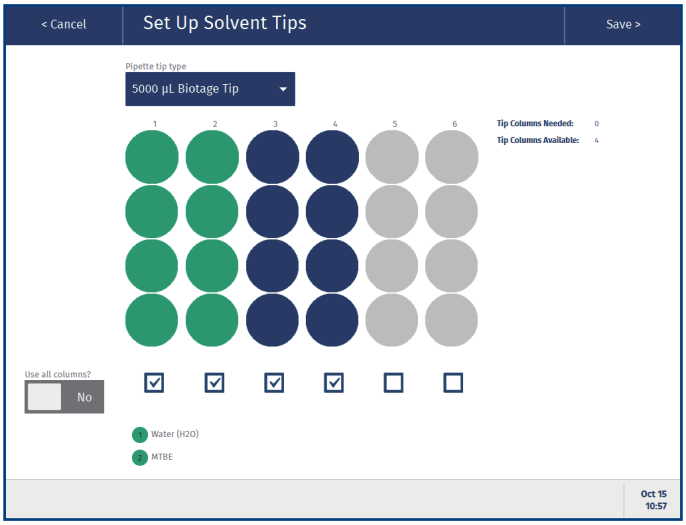

图 48. Set Up Solvent Tips 视图。
14. 在 **Prepare Run** 视图（位置 **1**）中按溶剂吸头的图标，并确保 **Set Up Solvent Tips** 视图（请参阅图 48）与工作区位置 **1** 的吸头支架实体相对应。
移液吸头可重复用于吸头下方列出的溶剂；请参阅图 48。
移液吸头可重复使用，但不会在此运行中使用（溶剂错误）；请参阅图 48。